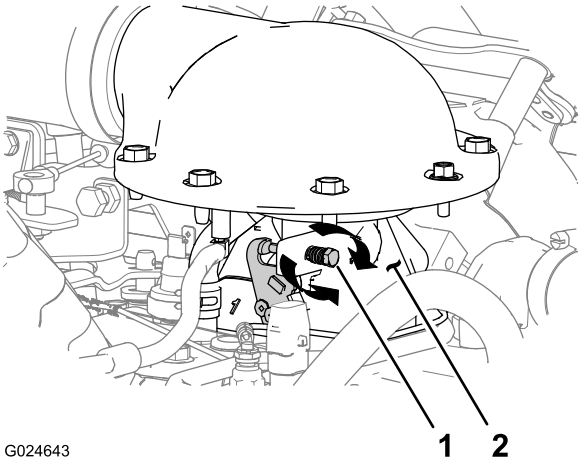

Figur 84
3. Hvis motorens langsomme tomgangshastighed er hurtigere eller langsommere end 1100 o./min., skal tomgangshastighedsskruen drejes med uret eller mod uret ved motorens gasspjæld, indtil motorens tomgangshastighed er 1100 o./min. (Figur 84).